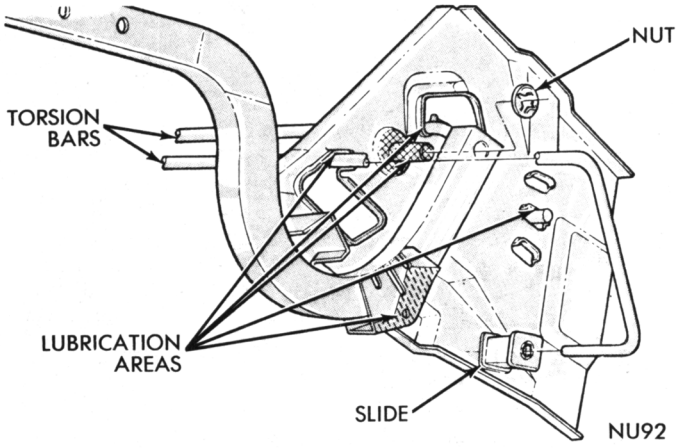

Fig. 96—Deck Lid Torsion Bar
(1) Remove deck lid assembly and disengage torsion bar from hinge (Fig. 96) being removed.
(2) Remove hinge to hinge bracket spring nut and remove hinge.
(1) Remove torsion bar (Fig. 96) from adjustment slot.
(2) Push bar out of roller in hinge arm and remove from hinge support.